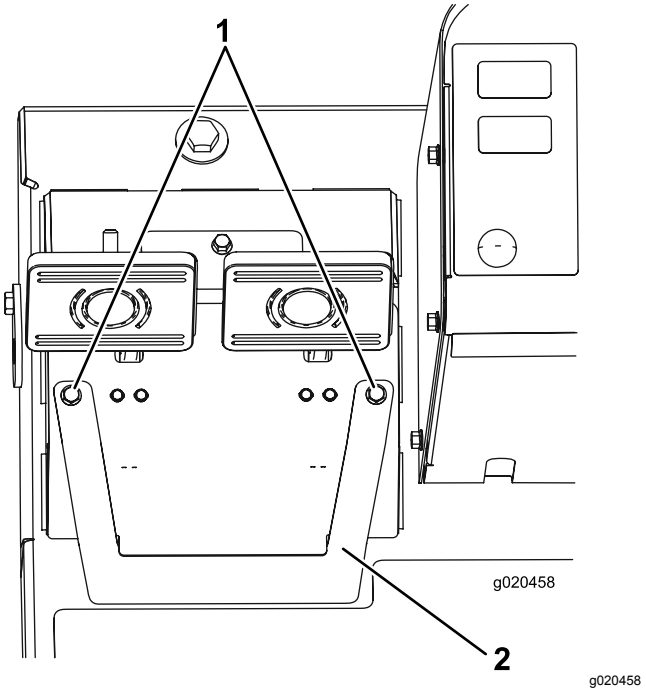

**Figur 93**
A. Løsn de 2 monteringsskruer, og fjern bremsejusteringsdækslet (Figur 93).